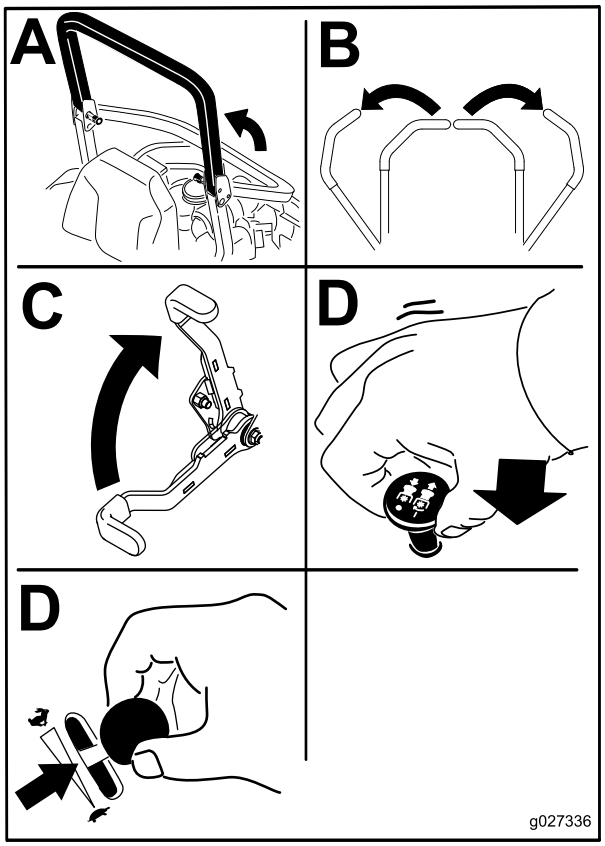

Figur 19
4. Flytt knivkontrollbryteren (kraftuttaket) til stillingen Av (Figur 19).